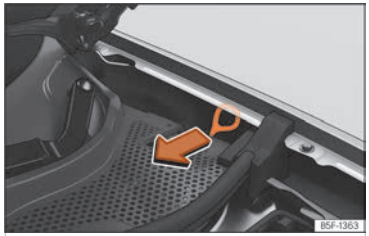

Fig. 62 Entre l'aleta esquerra i la frontissa del capó del motor: Tirador per al desbloqueig manual d'emergència del connector de càrrega.
El tirador per al desbloqueig manual d'emergència es troba a la banda esquerra del compartiment del motor, a sobre de la presa de càrrega ››› fig. 62.
- Estireu el tirador ››› fig. 62.